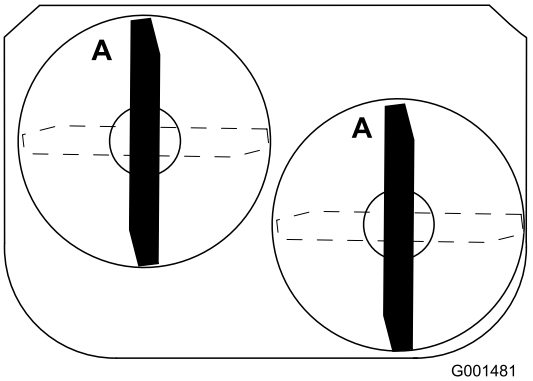

Figura 52
1. Gire las cuchillas hasta que los extremos estén orientados hacia adelante y hacia atrás (Figura 52).